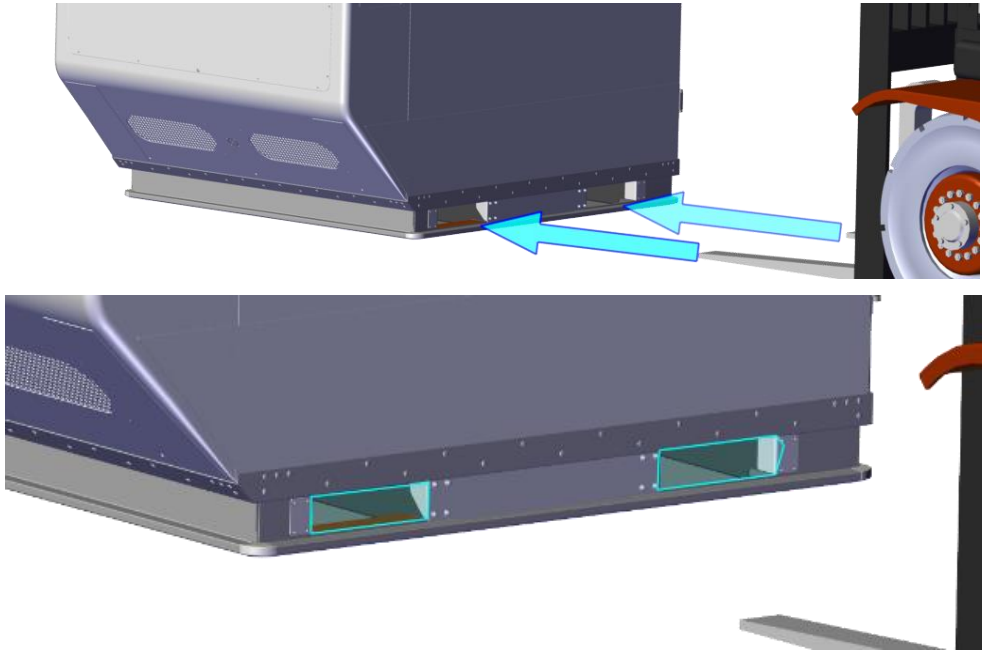

Figure 5 - Forklift pocket located on the forward/aft side of the container
- Use a forklift to lift the container (Figure 5).